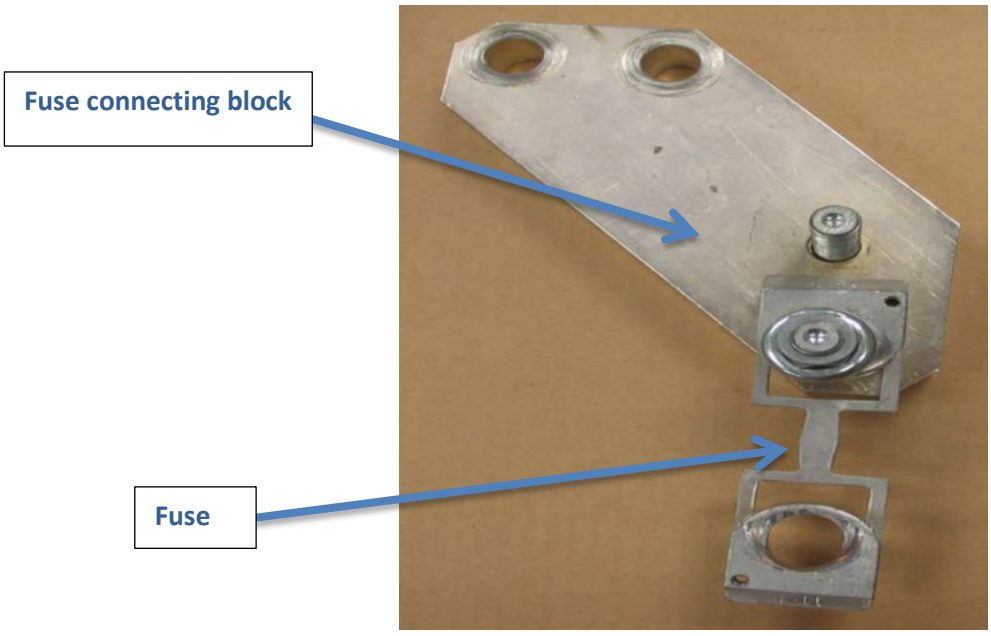

Figure 1 – Fuse Connecting Block and Fuse
- Remove the fuses without disturbing the fuse connecting blocks. See Figure 1.
- Remove the fuse connecting blocks and the screws securing the protector unit to the low voltage transformer bushing. See Figure 1.